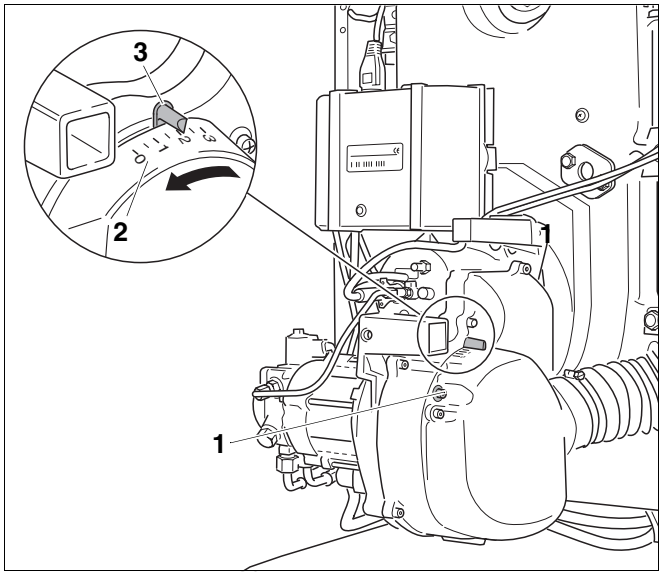

Abb. 25 Ansaugluftführung einstellen
- Feststellung der Ansaugluftführung (ALF) lösen (Abb. 25, **Pos. 1**).
Achten Sie darauf, dass ein höherer Gebläsedruck durch Verschieben des Reglers zu kleineren Zahlenwerten auf der Anzeigeskala führt. Dies entspricht der Pfeilrichtung in Abb. 25.